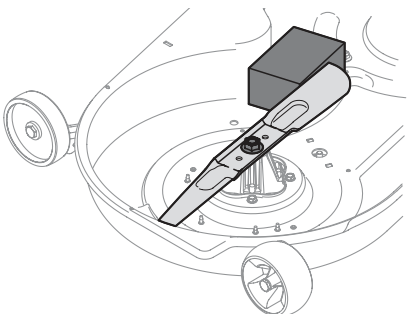

Fig. 50
2. Coloque un bloque de madera entre el deflector del alojamiento de la plataforma y la cuchilla de corte para que actúe como estabilizador (Fig. 50).
3. Coloque un bloque de madera entre el deflector del alojamiento de la plataforma y la cuchilla de corte para que actúe como estabilizador (Fig. 50 en la página 70).